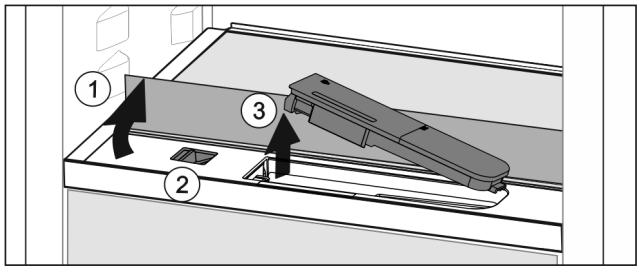

Fig. 43
▶ Поднять стеклянную панель и откинуть до упора назад *Fig. 43 (1)*.
▶ Сдвиньте ползунок *Fig. 43 (2)* влево.
▶ Вынуть бак для воды *Fig. 43 (3)*.